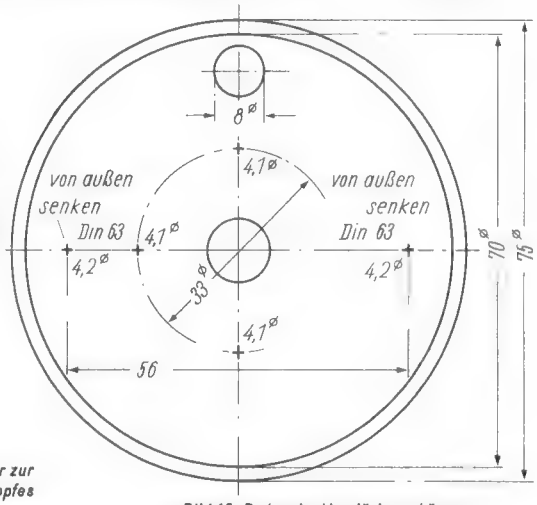
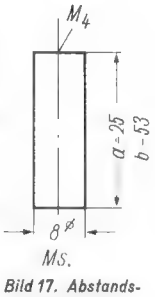

Bild 15. Boden des Verstärkergehäuses
Bild 17. Abstandssäule (2 Stück)
Den Boden können wir ein- oder zweiteilig herstellen **(Bild 15 und 16)**. Die Röhrentragplatte wird mit zwei Abstandssäulen nach **Bild 17** auf dem Boden 15 montiert.
- 1 Bodenteil a Bild 15
- 2 Distanzstücke a } Bild 17
- 2 Distanzstücke b } Bild 17